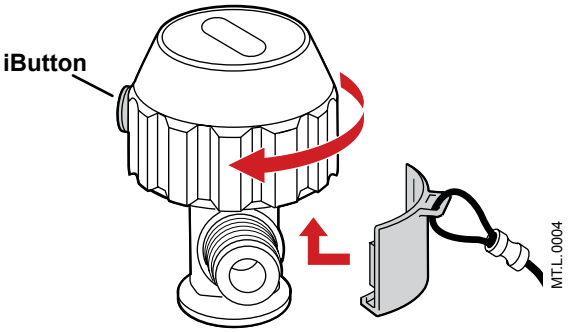

Figure 3-20 Attaching lock to INOmeter
d. Push the lock upward into the socket on the underside of the INOmeter (Figure 3-20).